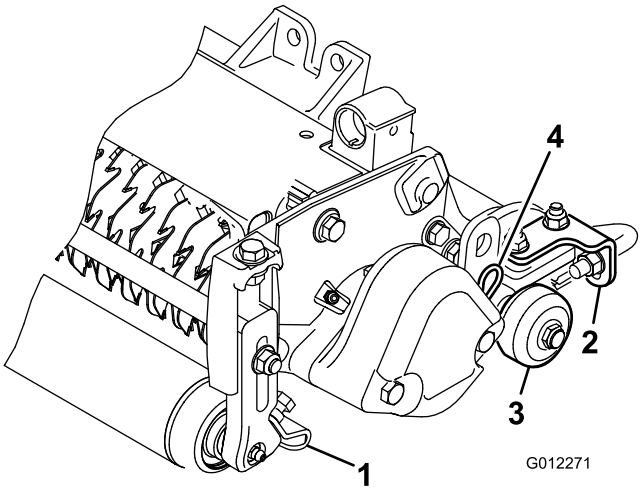

Figur 6
1. Løsn flangemøtrikkerne, der holder rulleskraberne fast (Figur 6).
Sænk transportrullerne (Figur 6) for at undgå, at knivene kommer i berøring med massive overflader, før de lodrette klippere sænkes ned til gulvet eller tages af traktionsenheden.
De lodrette klipperedskaber kan monteres på et af de tre steder på traktionsenheden. Figur 6 viser, hvordan den hydrauliske drivmotor skal vende på hvert sted. På de steder hvor det er nødvendigt, at motoren er monteret i højre side af det lodrette klipperedskab, skal der monteres en kontravægt i venstre side af det lodrette klipperedskab. På de steder hvor det er nødvendigt, at motoren er monteret i venstre side, skal der monteres en kontravægt i højre side af det lodrette klipperedskab.